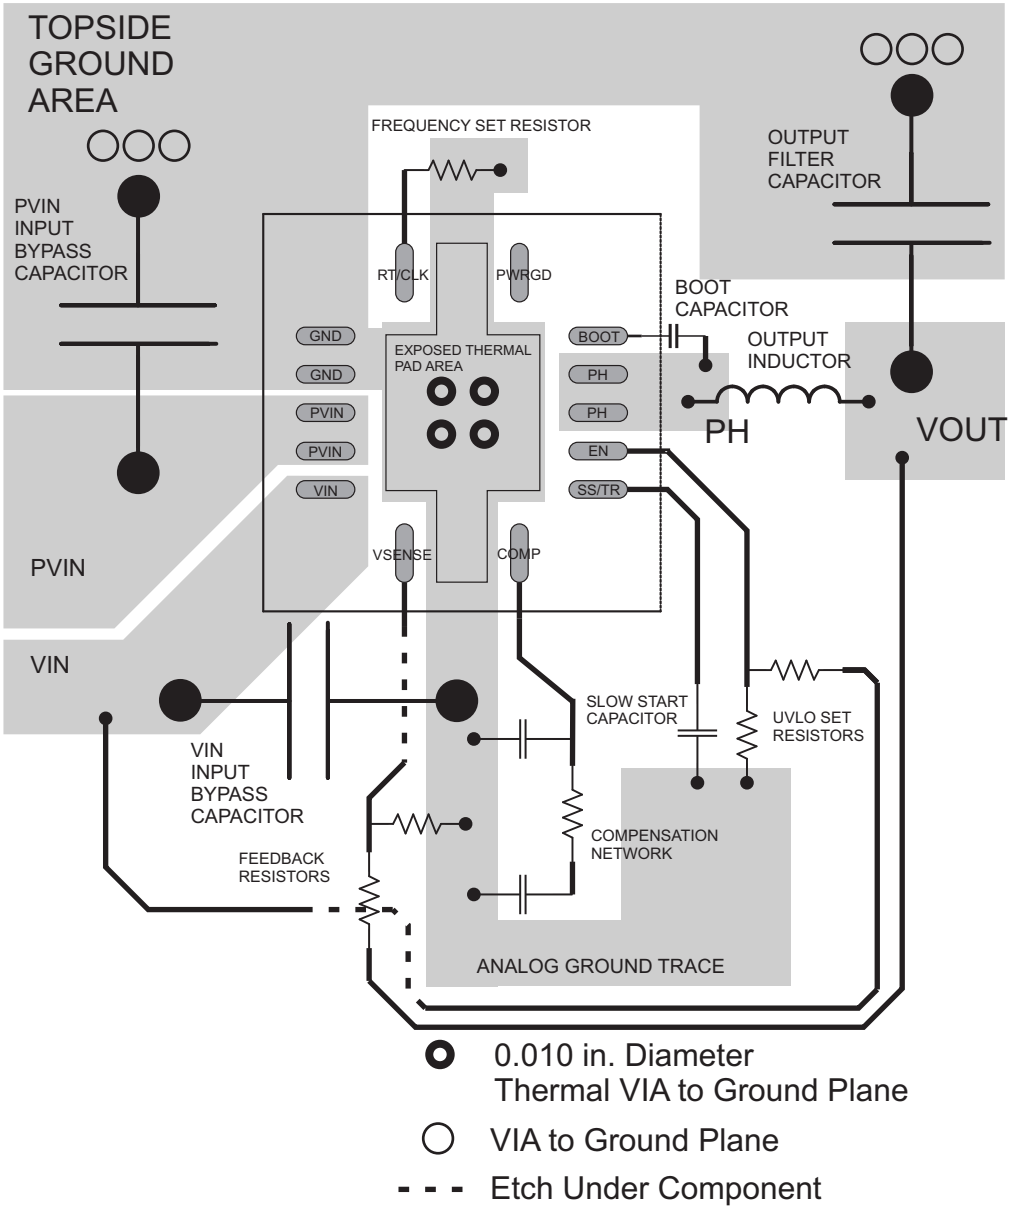

Figure 55. PCB Layout
The TPS54620 is designed to operate from an input voltage supply range between 4.5 V and 17 V. This supply voltage must be well regulated. Power supplies must be well bypassed for proper electrical performance. This includes a minimum of one 4.7-µF (after de-rating) ceramic capacitor, type X5R or better from PVIN to GND, and from VIN to GND. Additional local ceramic bypass capacitance may be required in systems with small input ripple specifications, in addition to bulk capacitance if the TPS54620 device is located more than a few inches away from its input power supply. In systems with an auxiliary power rail available, the power stage input, PVIN, and the analog power input, VIN, may operate from separate input supplies. See Figure 55 (layout recommendation) for recommended bypass capacitor placement.
- Layout is a critical portion of good power supply design. See Figure 55 for a PCB layout example.